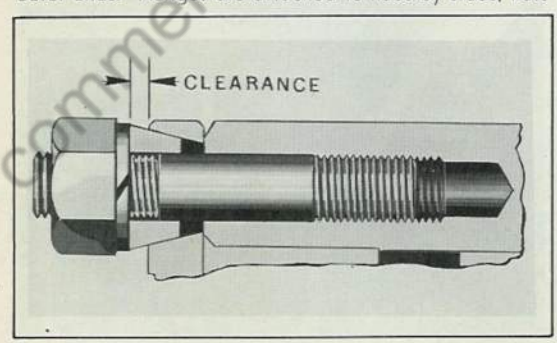

Fig. 5 There Must Be Clearance Between Lockwasher and Driving Flange When Nuts Are Tight
4. Install split tapered dowels on all studs, install new lockwashers and tighten stud nuts alternately. **Note:** Tapered dowels are split so they will compress around stud without bottoming against hub when studs are tightened. There should be a slight clearance between lockwasher and axle flange (Fig. 5) after nuts are tightened. If there is no clearance, studs, dowels or dowel holes in shaft flange are worn excessively and new parts should be used.